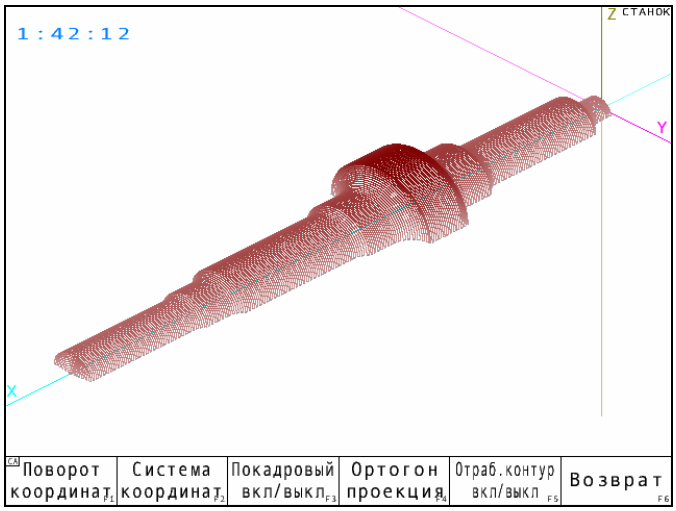

Рис. 4.6
4.6.4. При нажатии клавиши F4 ("Изометрическая проекция") происходит прорисовка контура детали в изометрической проекции (рис. 4.6).